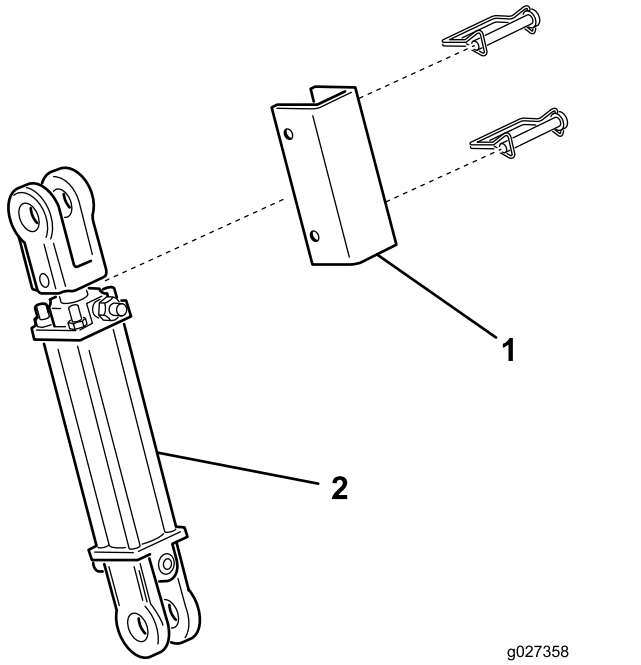

Figuur 8
- Zorg dat het maaidek is opgetild en de zwenkwielen de grond niet kunnen raken bij het transport. Zorg er ook voor dat de cilindergrendelstang (Figuur 8) op zijn plaats zit zodat de hefcilinder tijdens het transport niet wordt samengedrukt.